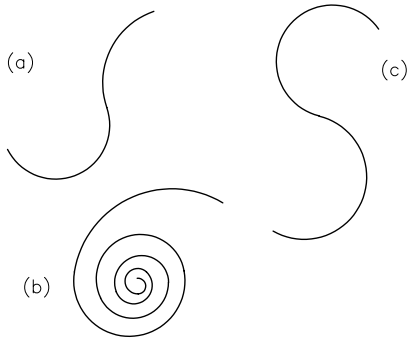

Figure 3-17 *Drawing for Exercise 5(a)*
a. Use the **Center, Start, Angle**, and **Continue** tools to draw the profiles shown in Figure 3-17.